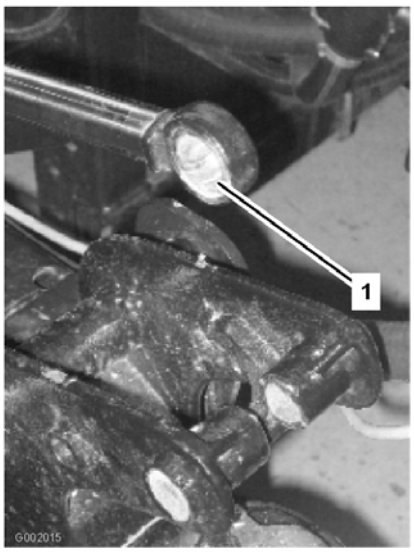

Figur 36
5. Rör på manövreringsstågens lagerände och smörj med fett i lagret (Figur 36). Torka av överflödigt fett.